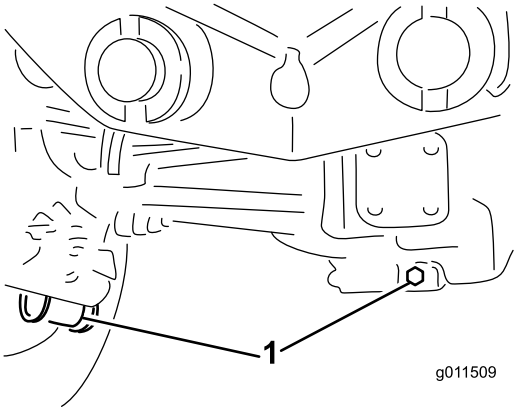

Figura 65
2. Limpie la zona alrededor de los tres tapones de vaciado, uno en cada extremo y uno en el centro (Figura 65).